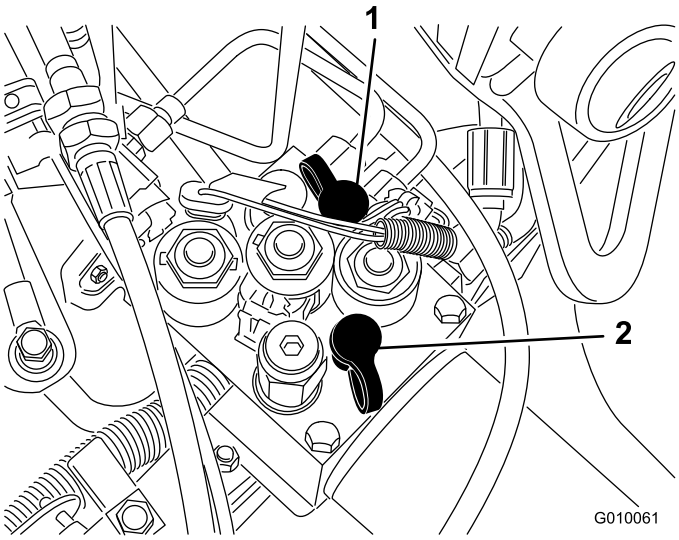

**Figur 60**
- Testport G 2 (Figur 60) benyttes til at hjælpe ved fejlfinding i traktionsladekredsløbet.
- Testport G 1 (Figur 60) benyttes til at hjælpe ved fejlfinding vedr. trykket i løftekredsløbet.